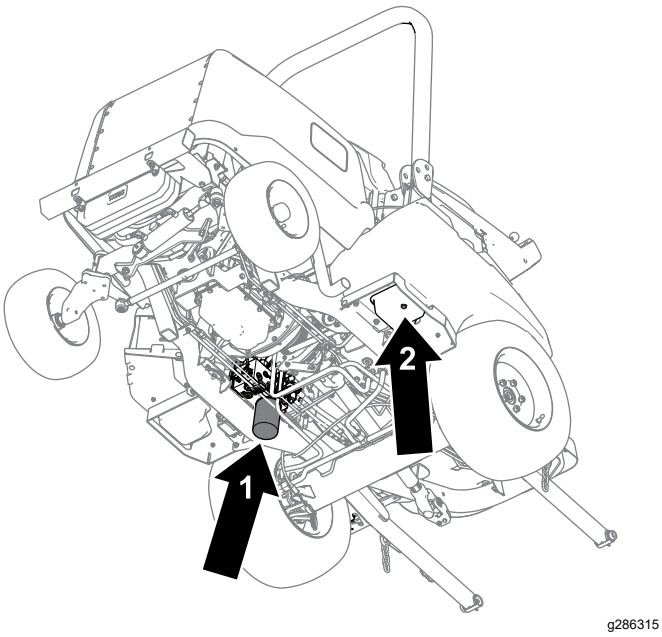

Figur 83
4. Ta bort avtappningspluggen (Figur 83) från tankens undersida och låt hydraulvätskan rinna ned i avtappningskärlet.
6. Placera ett avtappningskärl under filtret (Figur 83), ta bort filtret och låt eventuell kvarvarande olja rinna ned i kärlet.